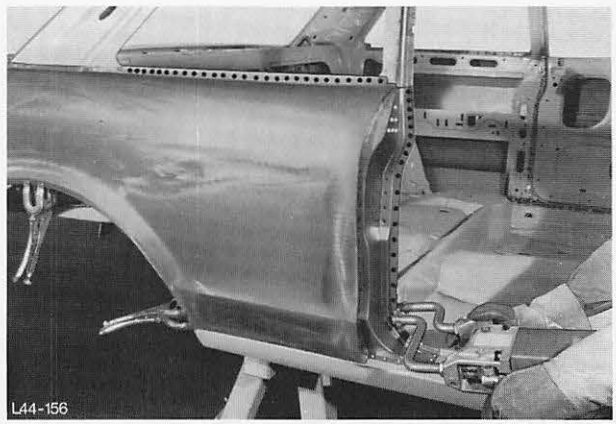

Abb. 168 Seitenwand an Seitenfenster und B-Säule punktschweißen
25. Seitenwand an Seitenfenster und B-Säule anpunkten, Abb. 168.